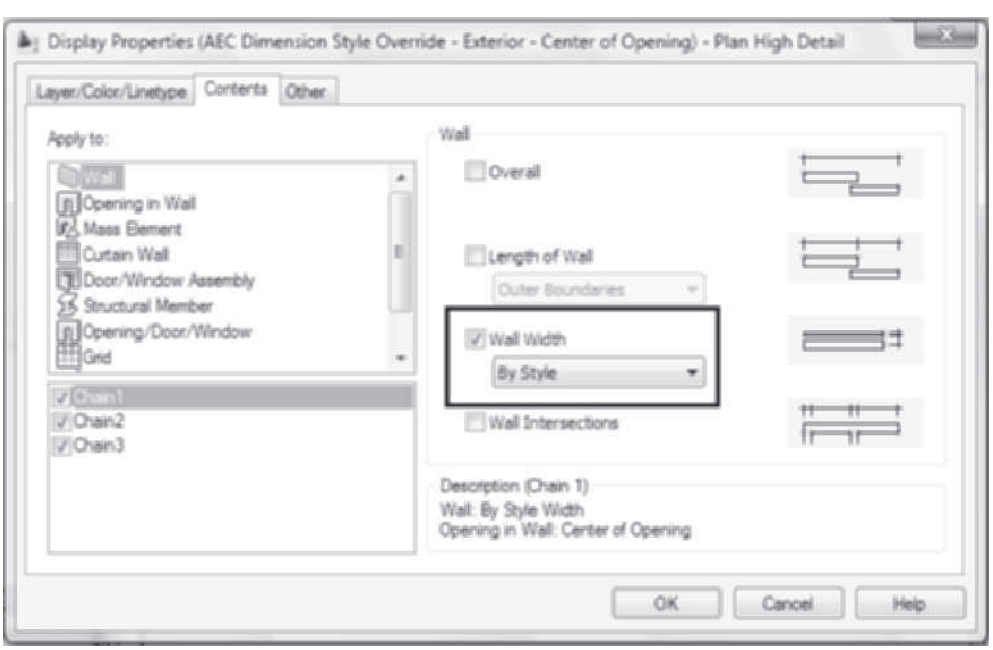

FIGURE 11.24 *Method of dimensioning wall width in AEC Dimension style*
8. Select the AEC Dimension placed in step 6 and choose **Edit Style** from the General panel of AEC Dimension tab. Choose the **Display Properties** tab of the AEC Dimension Style Properties – Exterior – Center of Opening dialog box. Verify that **Plan High Detail** is selected and choose the **Edit Display Properties** button at the right. Choose the **Contents** tab. Choose **Chain 1** and **Wall** in the Apply to window as shown in Figure 11.24. Verify that the **Wall Width** is specified as **By Style**. Click **OK** to dismiss all dialog boxes.